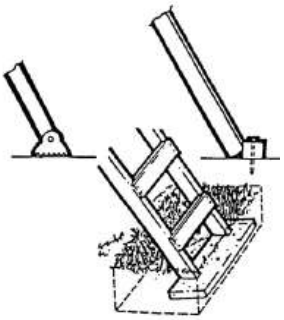

Figure 4
o) Brace or tie off the ladder near the base. If there is no structure to tie off to, use a stake. Leave the tie-off in place until the ladder is taken down. (See Figure 4)